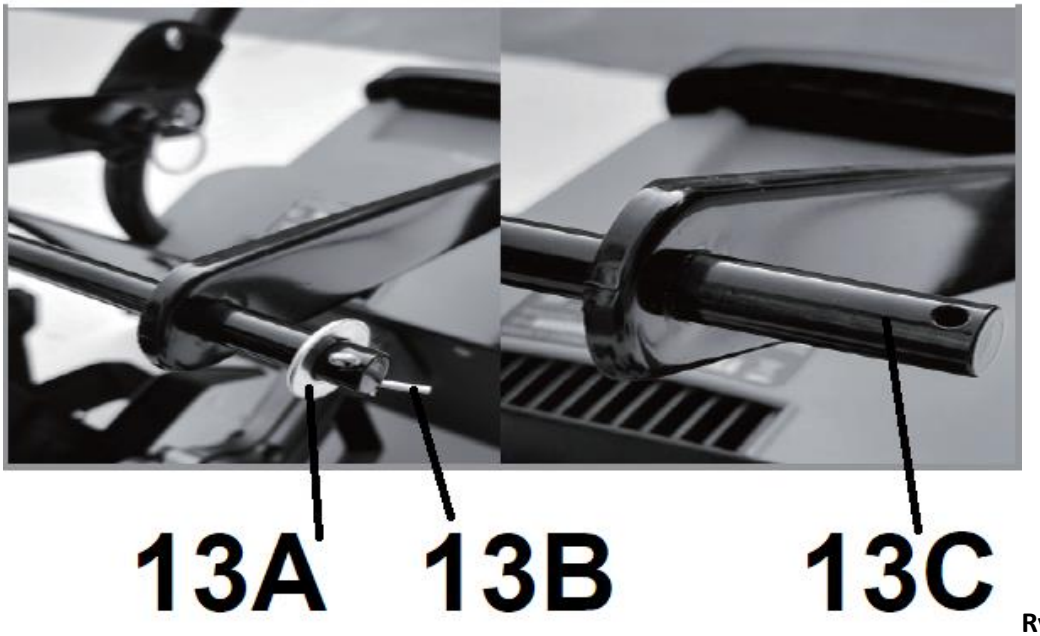
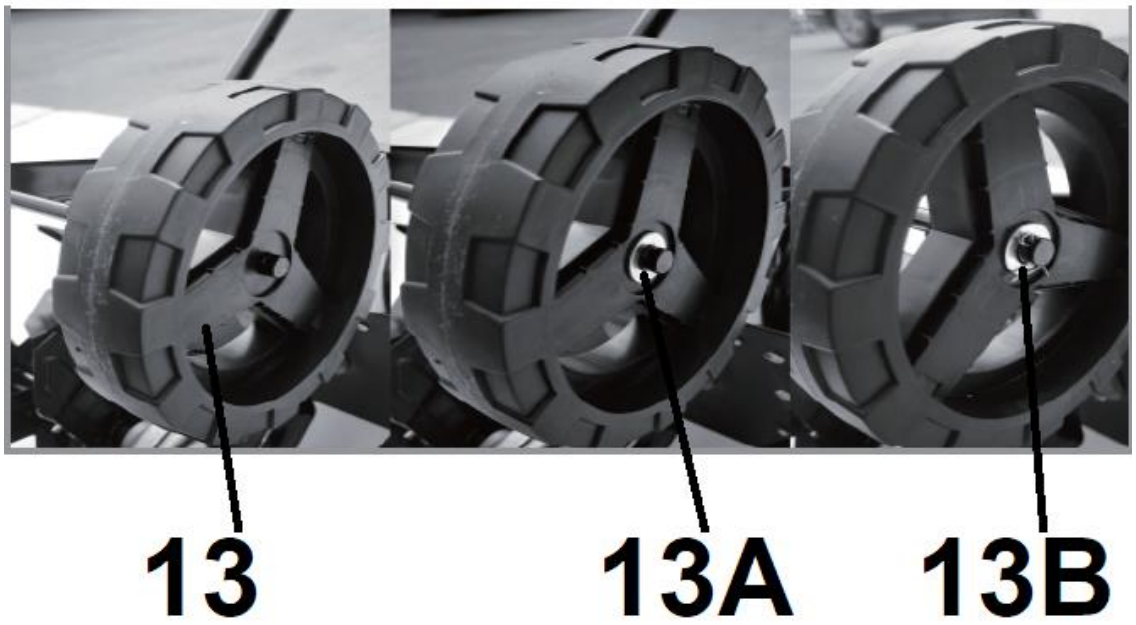

Rys. 2
Rys. 3
1. Zdemontuj podkładki (Rys. 2, poz. 13A) i zawleczki (Rys. 2, poz. 13B) z obu osi (Rys. 2, poz. 13C).
2. Nałóż koła (Rys. 3, poz. 13) na osie (Rys. 2, poz. 13C).